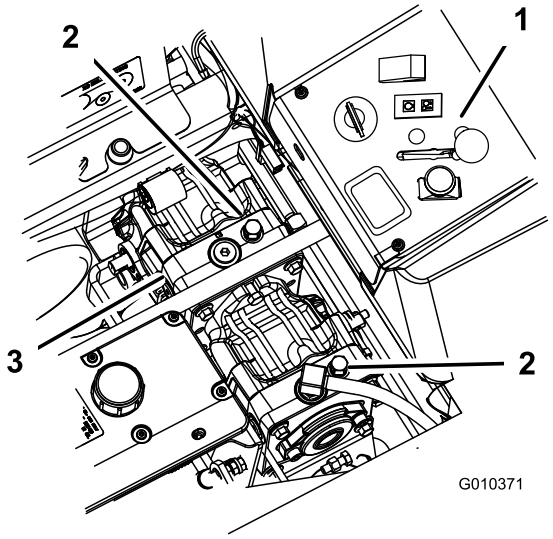

Figur 24
2. Drei omløpsventilene mot klokken én omdreining for å dytte. Dette tillater at hydraulikkvæsken passerer gjennom pumpen, og at hjulene ruller (Figur 24).
Drei omløpsventilen én gang med klokken for å bruke maskinen (Figur 24).